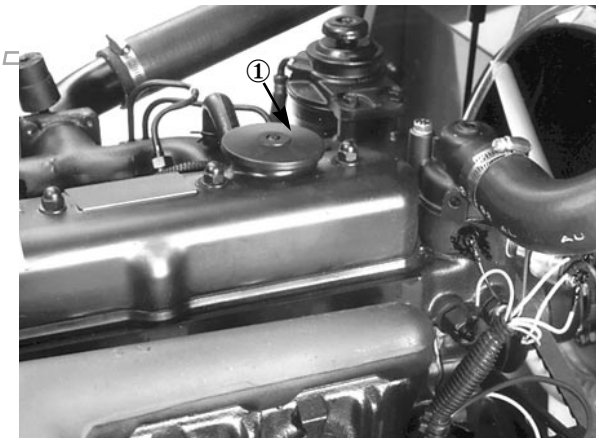

Fig. 3
4. Hvis oliestanden er under FULD-mærket, fjernes påfyldningsdækslet (Fig. 3) og der hældes SAE 10W-30 olie på, til olien står op til FULD-mærket. FYLD IKKE FOR MEGET PÅ. Krumtapakslens kapacitet er 6,5 liter med filteret.